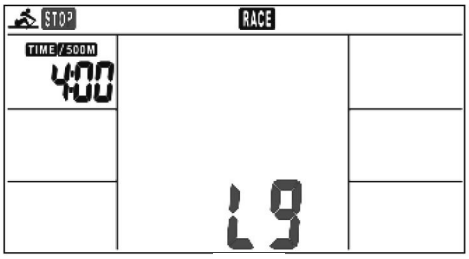

Abb. 8
3. Bestätigen Sie Ihre Wahl (L1 - L15) mit der ENTER Taste (Abb. 8).